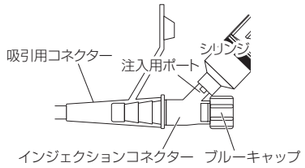

図５
4. 吸引用コネクターにインジェクションコネクターをしっかり接続する（**図５**）。
5. ブルーキャップを締めた（時計方向）状態で、注入用ポートからシリンジによりガイドワイヤー挿入用潤滑液を注入する。ガイドワイヤー挿入用潤滑液がイレウスチューブの先端から出るまで十分に注入する（**図５**）。